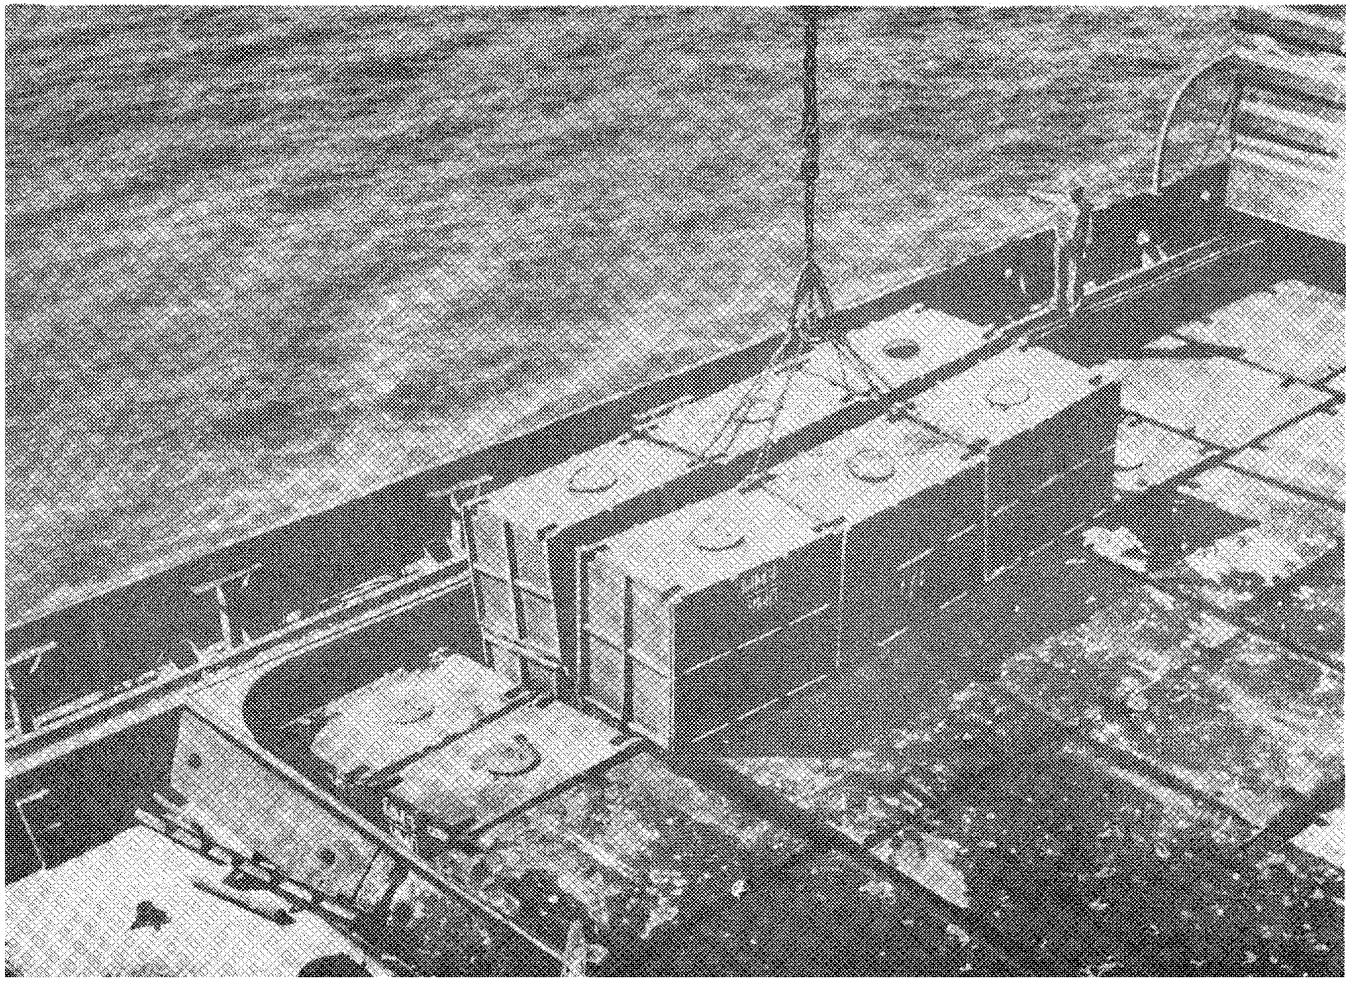

Рис.702.5. Перегрузка контейнеров краном, оснащенным захватом типа "Краб". Порт Рени
2. При использовании кранового захвата-самоотцепа типа "Краб" допускается одновременная строповка до 6-ти порожних контейнеров (рис. 702.5). Строповку допускается производить как за два смежных, так и за одно из колец контейнера.